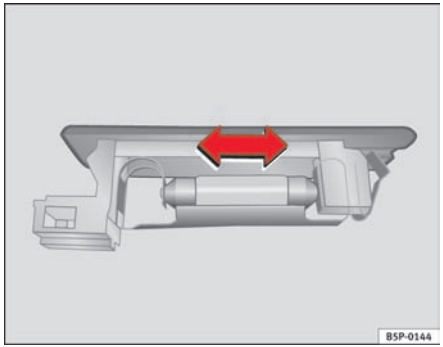

Fig. 176 Luggage compartment light
– Press the lamp sideways and remove it from its housing ⇒ fig. 176.